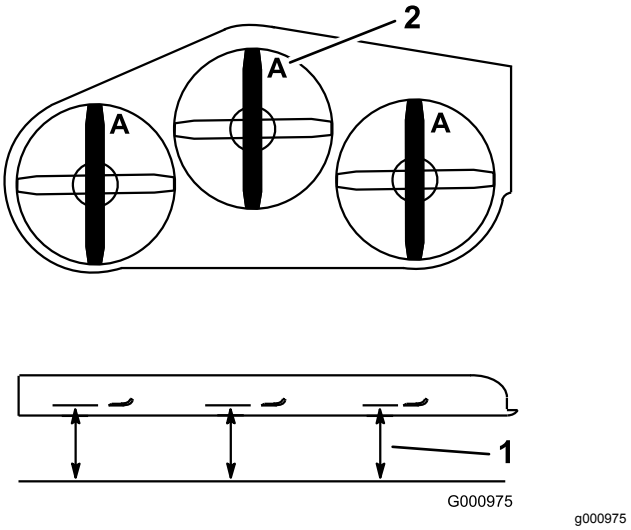

Figur 113
2. Mål fra en jevn overflate til kniveggen, posisjon **A**, på kniven (Figur 113).